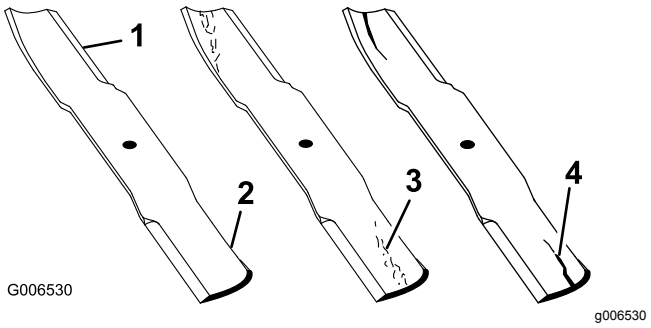

Figur 87
1. Undersøk kniveggene (Figur 87).
4. Hvis du finner sprekker, slitasje eller ser at det begynner å dannes spor i denne delen av kniven, må den skiftes ut øyeblikkelig (Figur 87).